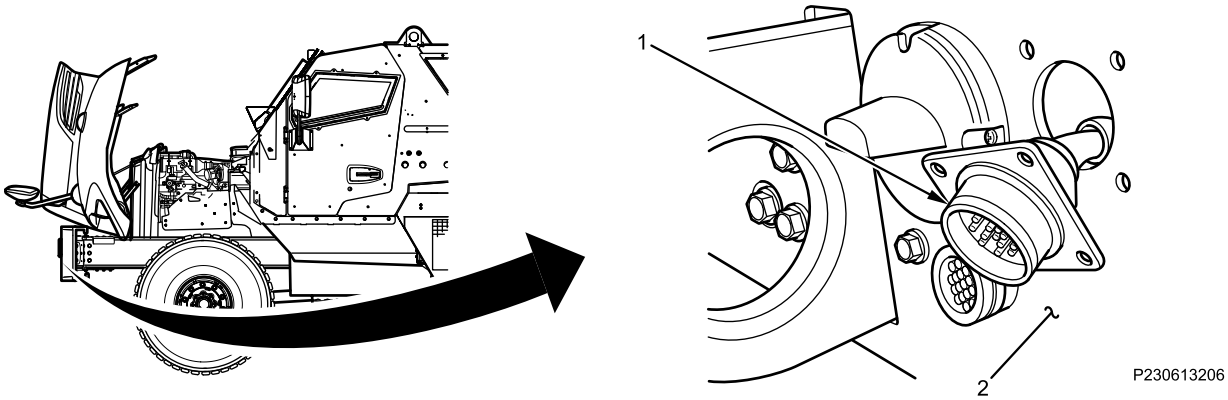

Figure 4. Front Trailer Hookup Harness.
5. Pull front trailer hookup harness (Figure 4, Item 1) out through front bumper (Figure 4, Item 2).